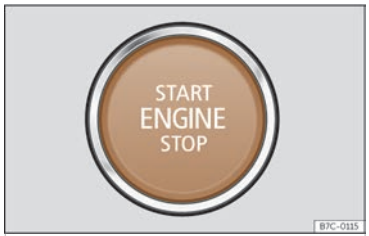

Abb. 89 Starterknopf.
Wenn das Fahrzeug entriegelt wird, blinkt der Starterknopf ››› **(Abb. 89)**, um auf ihn aufmerksam zu machen.
- Starterknopf drücken ››› **(Abb. 89)** ohne Gas zu geben. Zum Anlassen des Motors muss sich ein gültiger Fahrzeugschlüssel im Fahrzeug befinden.
- Starterknopf kurz drücken ››› **(Abb. 89)**.